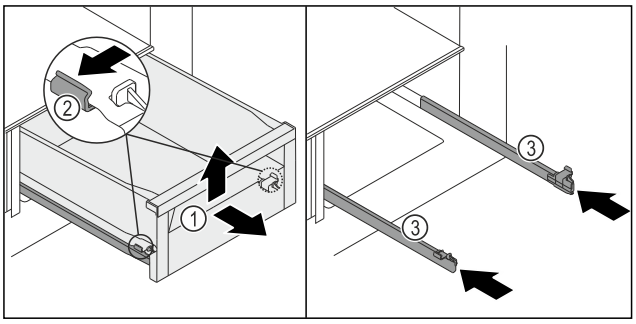

Fig. 114
▶ Vytáhněte zásuvku *Fig. 114 (1)* až na doraz.
▶ Svorku *Fig. 114 (2)* vlevo a vpravo současně lehce stlačte na kolejničkách směrem ven.
▷ Zásuvka *Fig. 114 (1)* se uvolní z kolejniček.
▶ Nadzvedněte zásuvku *Fig. 114 (1)* vpředu.
▶ Vyjměte zásuvku *Fig. 114 (1)* dopředu.
▶ Zasuňte kolejničky *Fig. 114 (3)*.